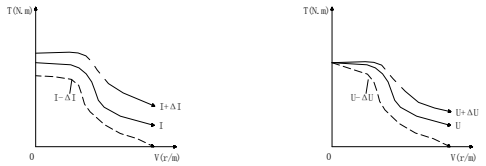

图 5. 矩频特性图
(3)由步进电机的矩频特性图 5 可知，高速比中低速扭矩小。